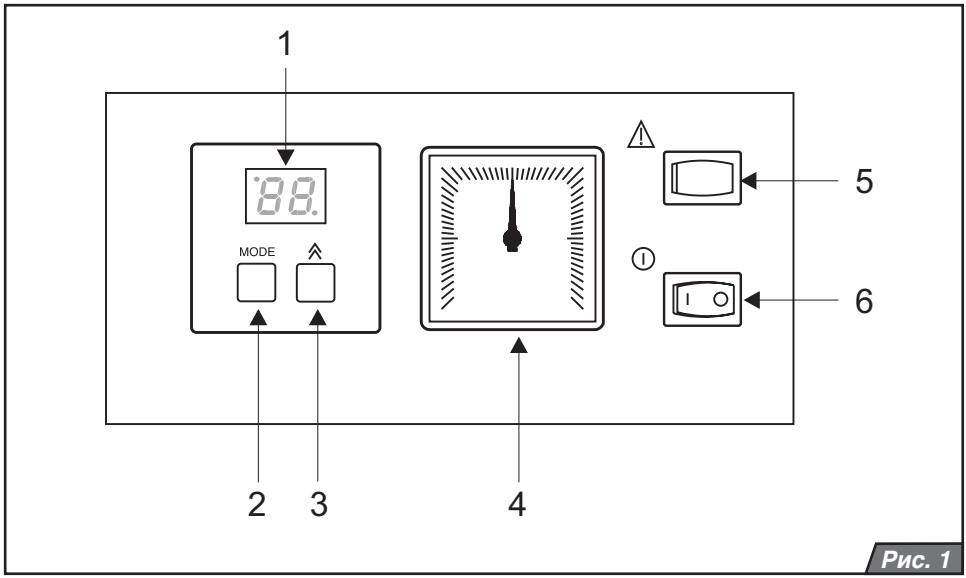

Рис. 1
Главный выключатель (рис.1, поз.6) предназначен для включения и выключения котла. Он располагается в правой части панели управления.
Описание элементов управления (рис. 1):
Давление ОВ в котле постоянно изображается на манометре (рис.1, поз.4).
В случае, если к котлу не был подключен датчик температуры накопительного бака ГВС, нажмите кнопку MODE 1x (рис.1, поз.2). Если датчик подключен, нажмите кнопку MODE 2x. Котел переключится в режим установки температуры ОВ. Остается гореть только светодиод в левом верхнем углу дисплея. С помощью кнопки ⩓ для установки температуры выберите желаемую температуру ОВ в системе. Последовательность установки значений ОВ: *--, 45, 50, 55, 60, 65, 70, 75, 80, 85 °C*. При выборе параметра „--“ нагрев ОВ неактивен. В случае подключения накопительного бака ГВС котел будет нагревать только ГВС в накопителе – устанавливается так называемый „летний режим“. С помощью нажатия кнопки MODE выбранное значение температуры будет уложено в памяти котла.
Данная ошибка означает необратимое блокирование автоматики зажигания и прекращение подачи газа через газовый клапан, т.е. ПОТЕРЮ ПЛАМЕНИ. Подобная блокировка может возникать в тех случаях, когда, находясь в режиме открытого газового клапана, автоматика зажигания не получает обратный сигнал о наличии пламени от ионизационного электрода. Котел отключится, и на дисплее высветится F1. Данная неисправность может быть вызвана также срабатыванием элементов безопасности – аварийного термостата и термостата продуктов сгорания. Низкое давление газа на входе (менее 8мм.вод.ст.), неправильное электрическое подключение (перепутаны местами фаза и ноль) тоже могут быть причиной потери пламени. Для разблокирования неисправности нажмите кнопку RESET (рис.1, поз.6). Если неисправность не удается устранить с помощью кнопки RESET, обратитесь в сервисную организацию.
3. давление ОВ находится в допустимых пределах 1 – 2 бар. Установите главный выключатель (рис. 1, поз. 7) в позицию ВКЛЮЧЕНО (I). Котел включится и начнет нагрев водопроводной воды в бойлере. После нагрева ГВС котел переключится на режим отопления (при условии, что настроен термостат ОВ и от регулятора отопления поступил сигнал на отопление). В случае защитного отключения котла на панели управления появится сообщение о неисправности (см. „Сообщения об ошибках“, стр.8) . С помощью кнопки RESET (рис. 1, поз. 6) разблокируйте котел. Если, после включения, защитное отключение повторится, или невозможно будет произвести разблокировку котла, обратитесь в сервисную организацию.